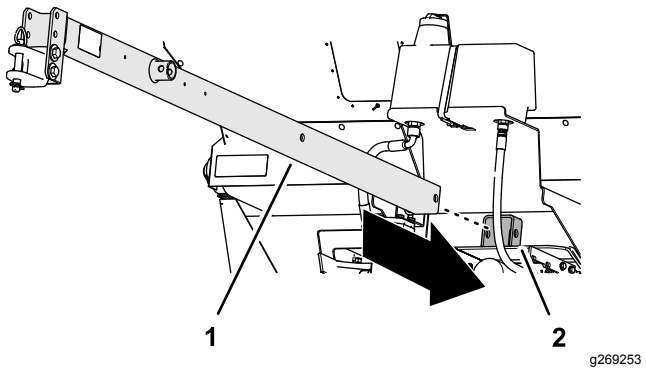

Rysunek 3
1. Przełóż dyszel przez przednią rurę odbiorczą, ramę maszyny i tylną rurę odbiorczą (Rysunek 3).